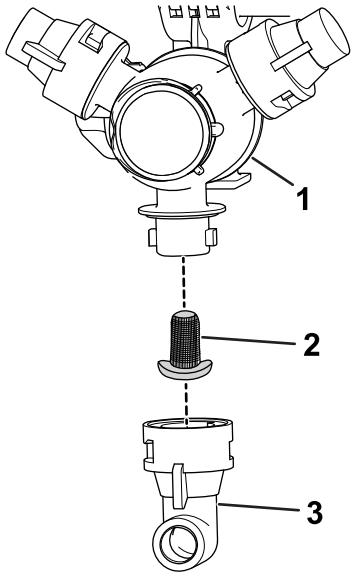

Bild 57
2. Nehmen Sie die Düse vom Sprühdrehkreuz ab (Bild 57.
3. Entfernen Sie den Düsenfilter (Bild 57).
5. Setzen Sie den Düsenfilter ein (Bild 57).
6. Setzen Sie die Düse auf das Sprühdrehkreuz auf (Bild 57).